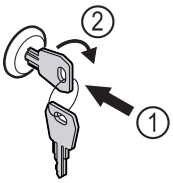

Fig. 58 Représentation à titre d'exemple
▶ Insérer la clé *Fig. 58 (1)*.
▶ Tourner la clé à 90° dans le sens horaire *Fig. 58 (2)*.